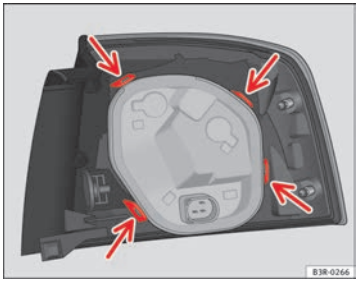

Fig. 229 Securing the bulb holder in the rear light unit
– Check that all four retaining tabs ⇒ page 279, fig. 229 -arrows- have engaged.